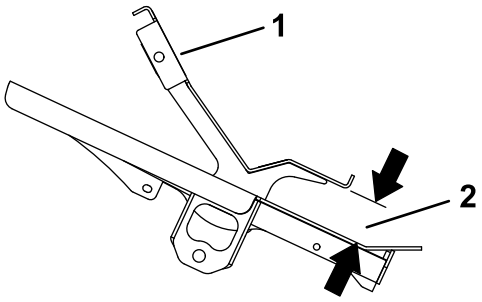

Рисунок 8
3. Переведите педаль тяги в нейтральное положение, отрегулируйте шарнир наконечника штока, завернув или отвернув его, чтобы получить размер, указанный на Рисунок 8.